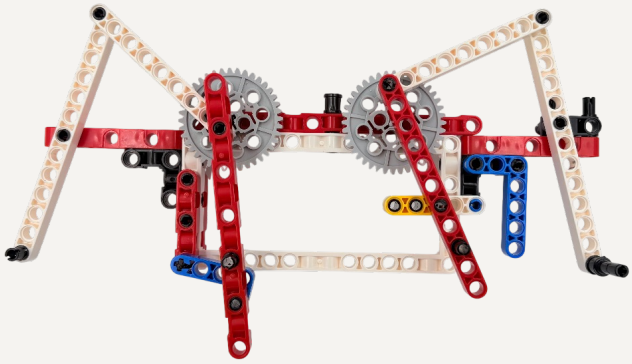

Рисунок 39
Разместите на 2х сторонней балке(5) г-образную балку (4x2). Разместите на крепежном блоке(3) балку(5) и балку (3) как на рисунке 38. Закрепите **на левой шестерне** 2х стороннюю балку (13) и соедините ее с г-образной балкой (рисунок 39). Закрепите на **правой шестерне** балку (11) и соедините ее с балкой (3) как показано на рисунке 39.